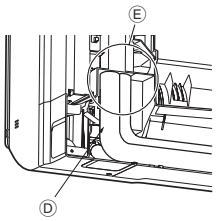

Rys. 3-10
6. Przykryć część połączenia kielichowego osłoną do rur złączki w kształcie litery L ④, aby nie była odsłonięta. (Rys. 3-10).
8. Przykryć część połączenia kielichowego osłoną do rur złączki w kształcie litery L ④, aby nie była odsłonięta. (Rys. 3-10).